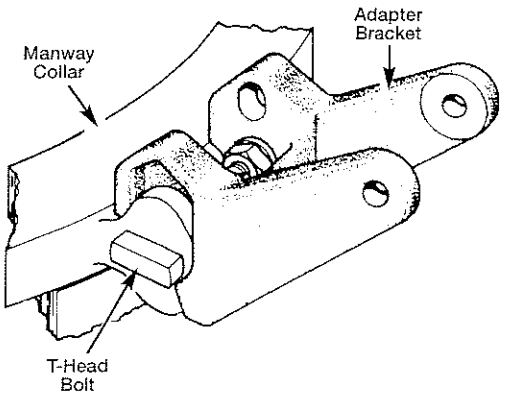

Figure 17: Installing Adapter Bracket
4. Insert adapter bracket over top of hinge lugs and into position as shown in Figure 17. If bracket does not fit correctly, repeat step 3.
5. Assemble T-head bolt, lockwasher and hex nut to each collar lug as shown in Figure 17. Tighten bolts to approximately 75 foot-pounds.